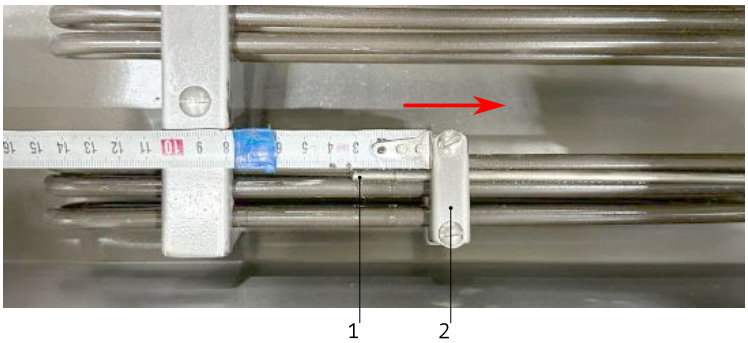

Рисунок 4
3. Сместите кронштейн крепления датчика 2, который располагается на нагревательном элементе, на 30 мм в сторону от конца датчика 1 вдоль его корпуса, см. Рис. 4.